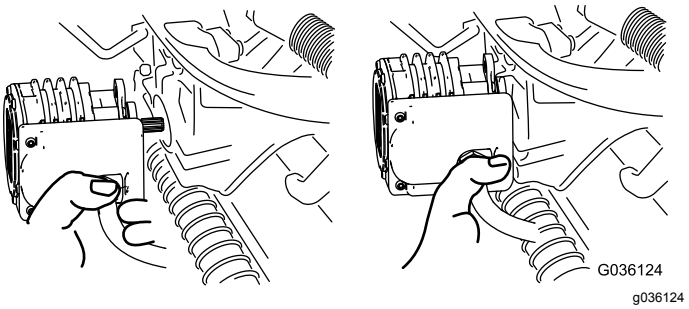

Figur 35
4. Flyt motoren hen i opbevaringspositionen foran på affjedringsarmen (Figur 35).